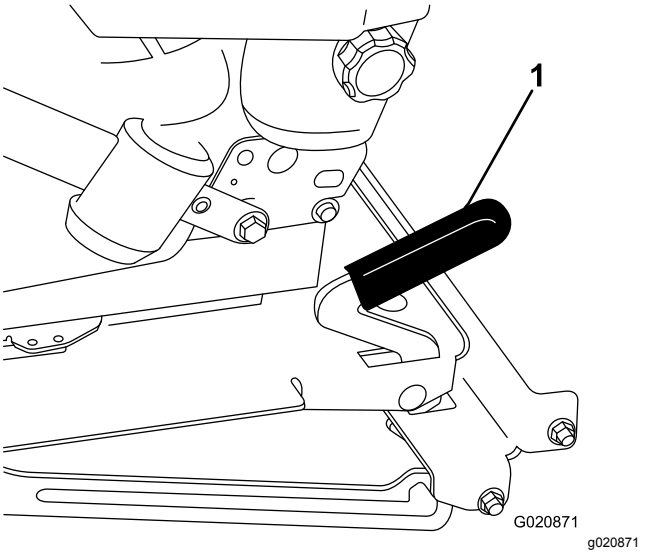

Figuur 15
2. Trek de stoelvergrendeling naar voren en til de stoel op om deze te ontgrendelen (Figuur 15).